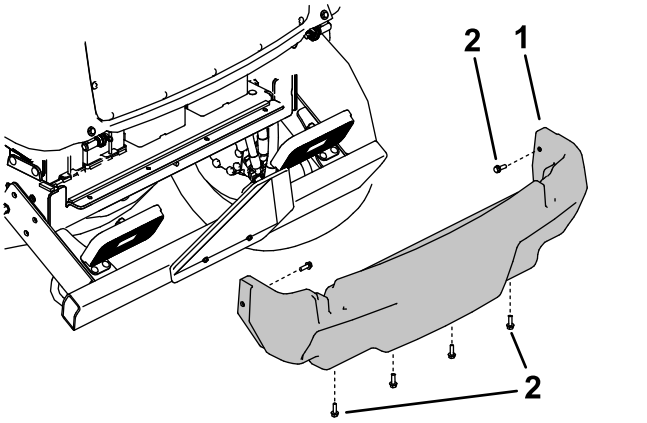

Figuur 114
5. Verwijder de 6 flensschroeven waarmee het achterscherm aan het frame is bevestigd, en verwijder het achterscherm (Figuur 114).
4. Monteer het achterscherm (Figuur 114).